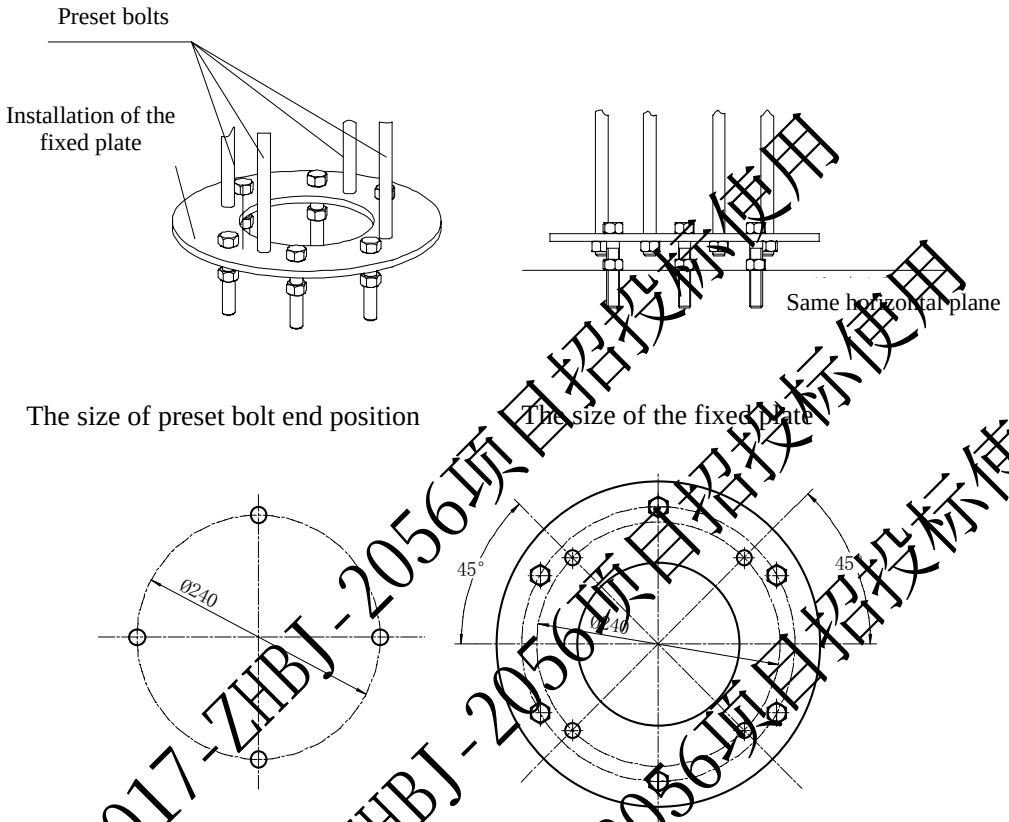

Figure 4-2 OL97 series LED Shadowless Surgical light fixed plate installation diagram
- The mounting plate allotted by Aeonmed must be securely installed firstly. (Figure 4-2)